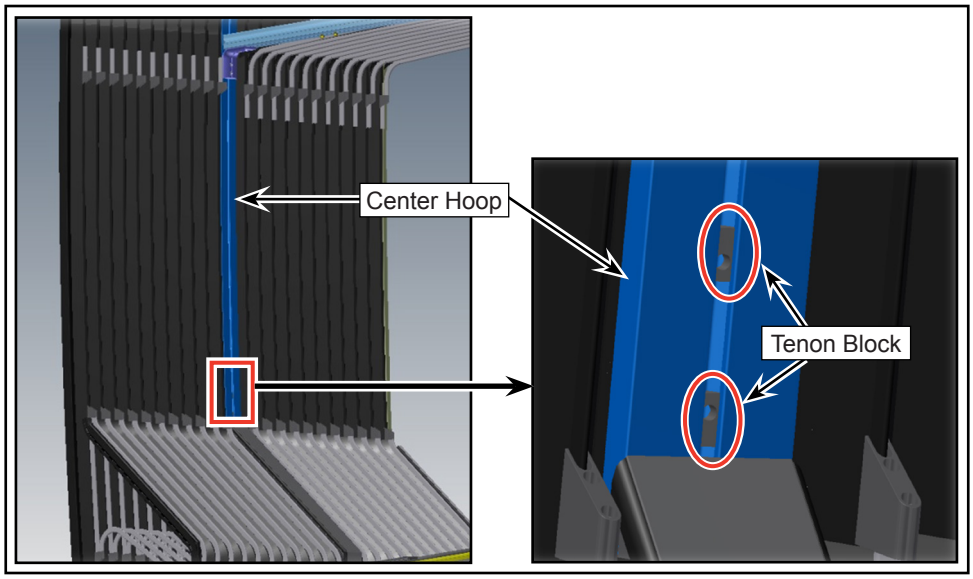

Figure 4 - Typical View of Tenon Block
1.5. Retain the tenon blocks at the same location (inside the center hoop aluminium profile) as shown (see Figure 4).